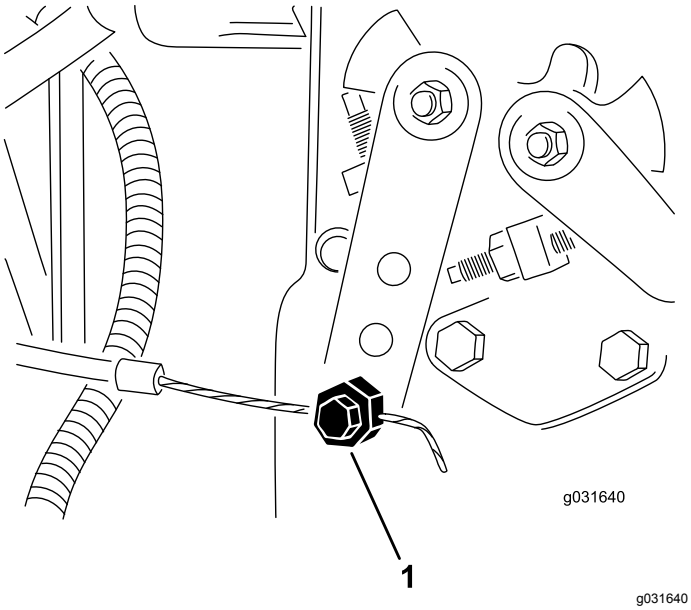

Figur 64
2. Lossa gasvajerns kontaktdon på insprutningspumpens reglagearm (Figur 64).